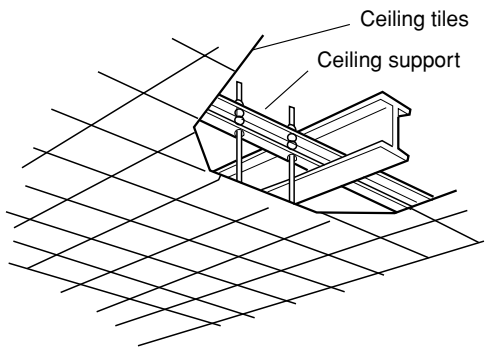

**Fig. 3-59**
- Use existing ceiling supports or construct a suitable support as shown in Fig. 3-59.